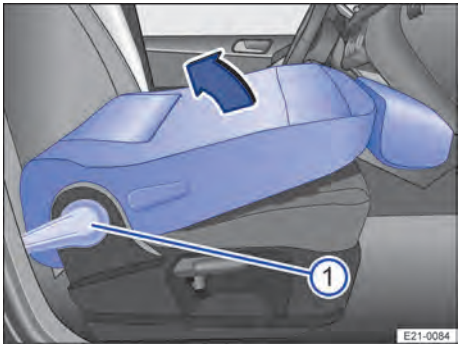

**Fig. 57** Asiento del acompañante: levantar el respaldo.
2. Para levantar el respaldo, presione la palanca → fig. 57 ① hacia abajo para desbloquearlo de nuevo.
3. Levante el respaldo en el sentido de la flecha → fig. 57 hasta que quede en posición vertical.